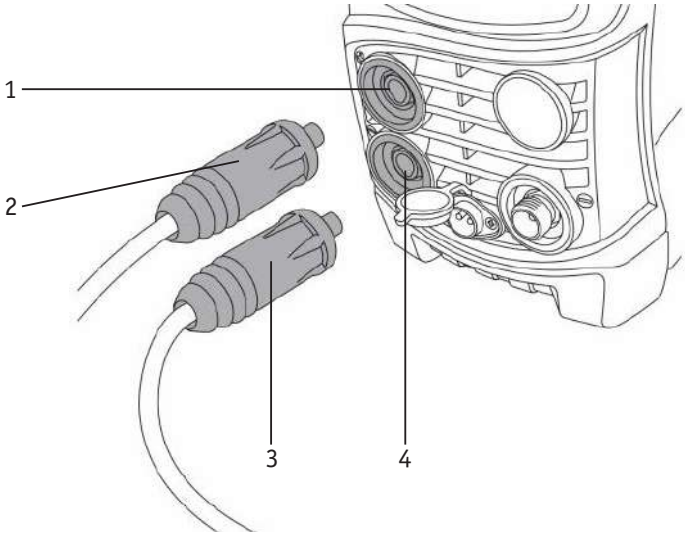

Рис. 10.0.2. Подключение в режиме ММА.
1. На передней панели сварочного аппарата имеется два панельных разъема «+» и «-». Для плотного закрепления кабеля с электрододержателем и кабеля с клеммой заземления в разъемах необходимо вставить до упора силовой наконечник с соответствующим кабелем в панельный разъем и повернуть его по часовой стрелке до упора (см. рис. 10.0.2).